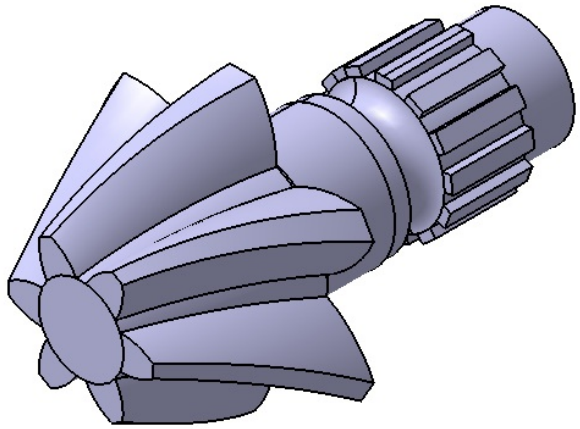
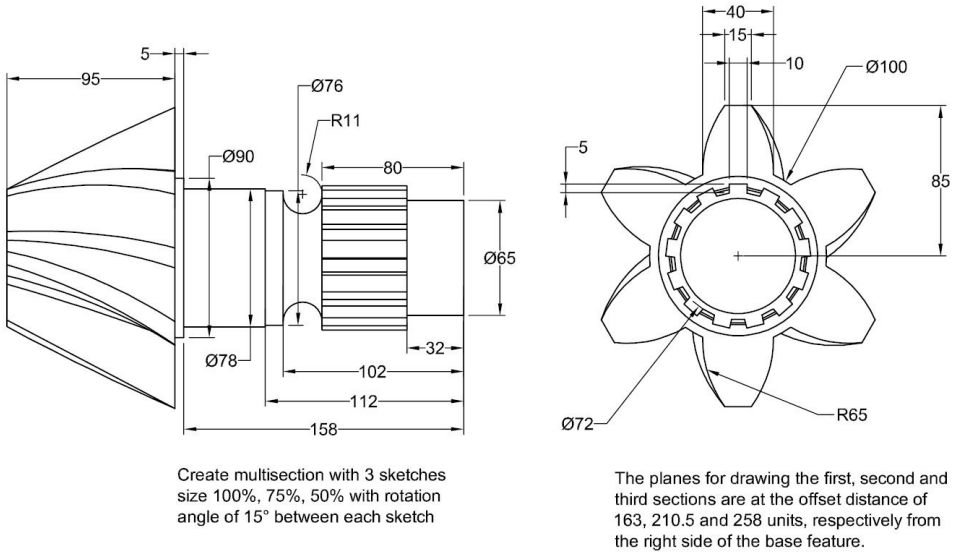

Figure 9-66 *Model of the Helical Gear for Tutorial 2*
Figure 9-67 *Views and dimensions for Tutorial 2*
In this tutorial, you will create the model of the Helical Gear shown in Figure 9-66. Its views and dimensions are shown in Figure 9-67. (**Expected time: 1 hr**)
1. Create a plane at an offset of 163 units from the right most planar face of the base feature, refer to Figure 9-67.